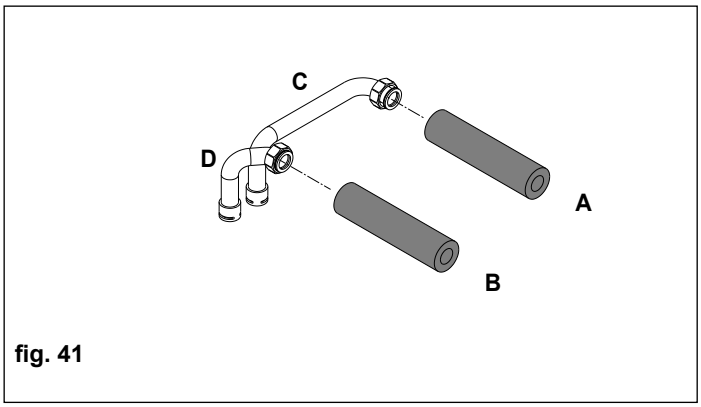

fig. 41
- Tagliare n°2 tronchetti di coibente: n°1 lungo 230 mm (**A**) e n°1 lungo 100 mm (**B**) (fig. 41)
- Infilare il tronchetto (**A**) sul tubo 3/4” **C** e il tronchetto (**B**) sul tubo 3/4” (**D**) (fig.41)